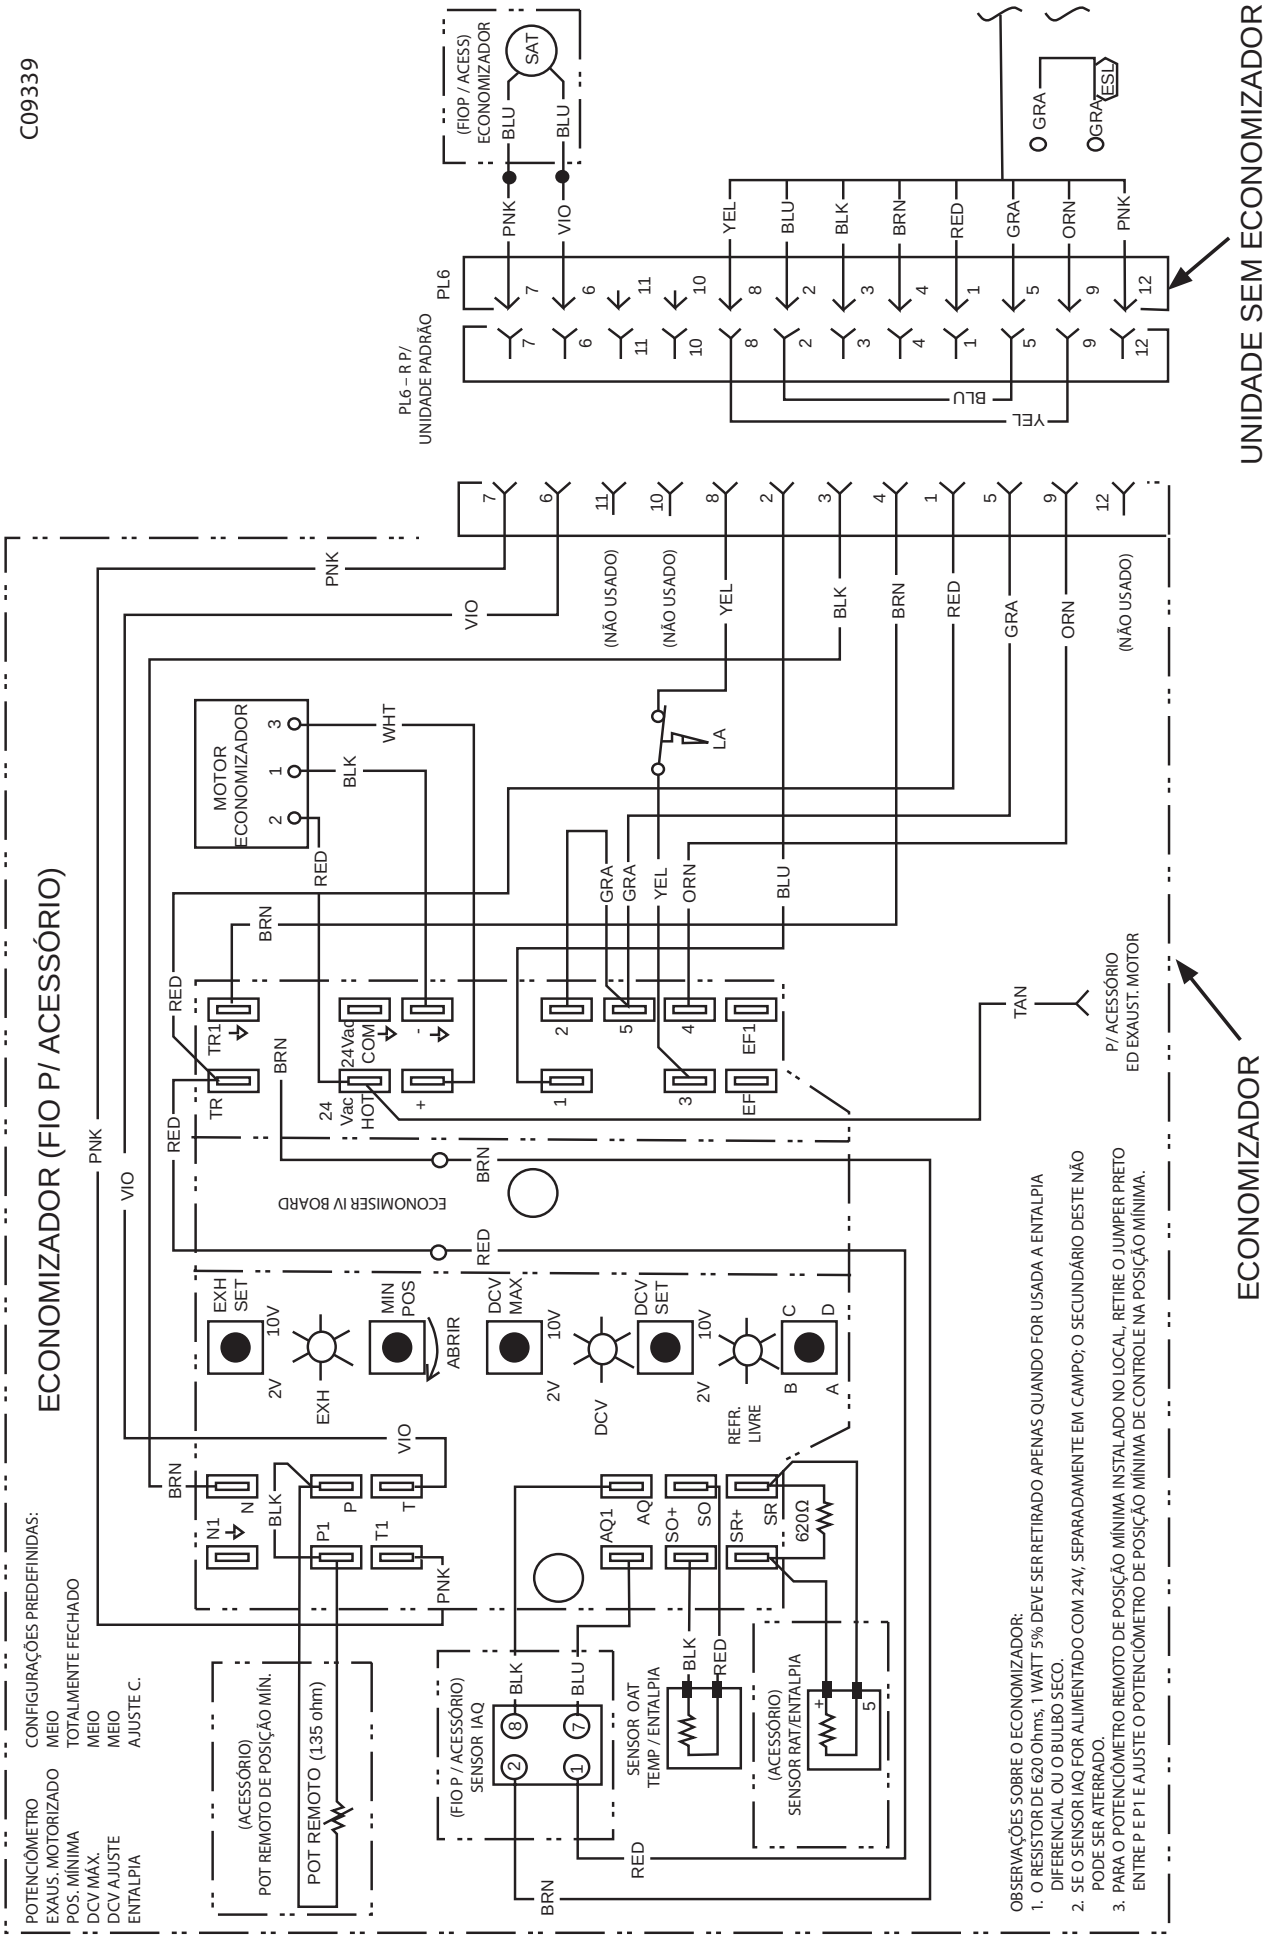
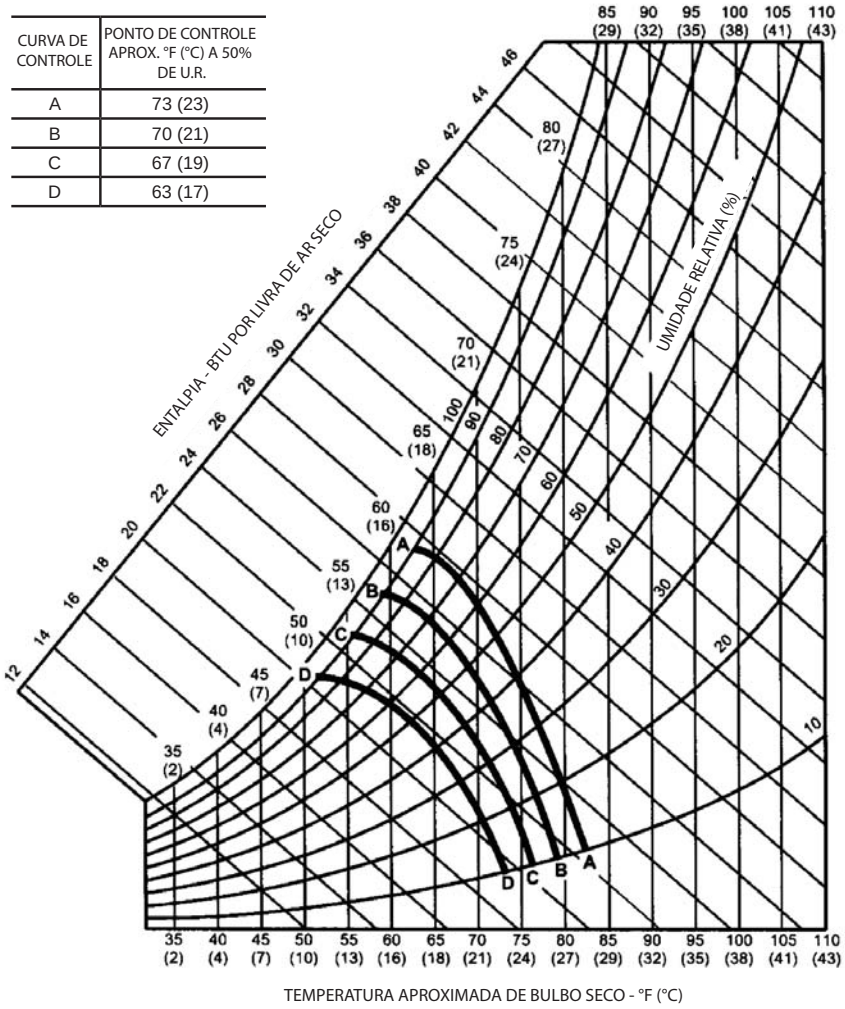

Fig. 23 – Esquema elétrico do Economizador
Fig. 26 – Pontos de fixos de transição de entalpia
O ajuste de transição de entalpia externa é definido com o potenciômetro de ajuste de entalpia externa no controlador Economizador. Os pontos fixos são A, B, C e D. (Consulte a Fig 26). O jumper de 620Ω instalado em fábrica deve estar instalado entre os terminais SR e SR+ no controlador Economizador. (Consulte a Fig. 23).
3. Verifique se o jumper instalado em fábrica está entre os terminais P e P1. Se o posicionamento do damper remoto estiver sendo usado, verifique se os terminais estão conectados de acordo com a Fig. 23 e se o potenciômetro de posição mínima está girado totalmente no sentido horário.
Para controlar à distância a posição mínima do damper, retire o jumper de fábrica dos terminais P e P1 do controlador Economizador. Ligue o potenciômetro fornecido no local aos terminais P e P1 do controlador Economizador. (Consulte a Fig. 23).